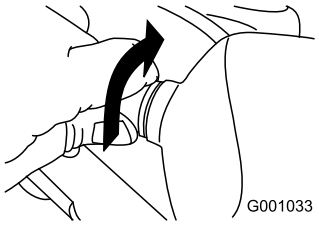

Figur 51
2. Drei lyspærens base mot klokken til den stopper (Figur 51).